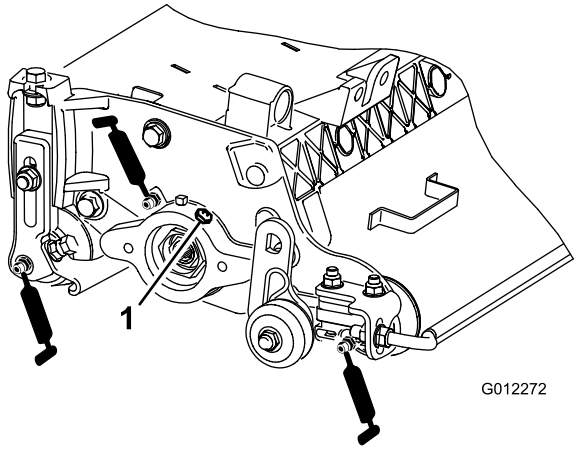

图8
每个切根刀带有 7 个黄油嘴(图8)，必须每周使用 2 号通用型锂基润滑脂润滑。
2. 涂抹润滑脂，直至滚筒密封件和轴承释放阀外面看得到润滑脂 (图8)。